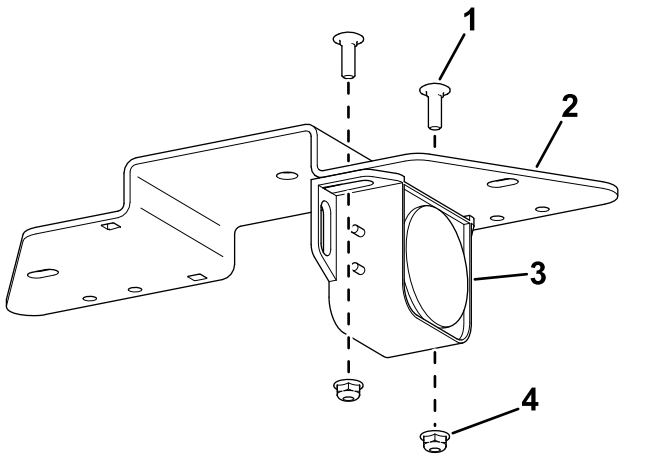

Figur 1
1. Brug 2 bræddebolte (¼" x ¾") og 2 flangemøtrikker (¼") til at fastgøre alarmen til monteringsbeslaget (Figur 1).